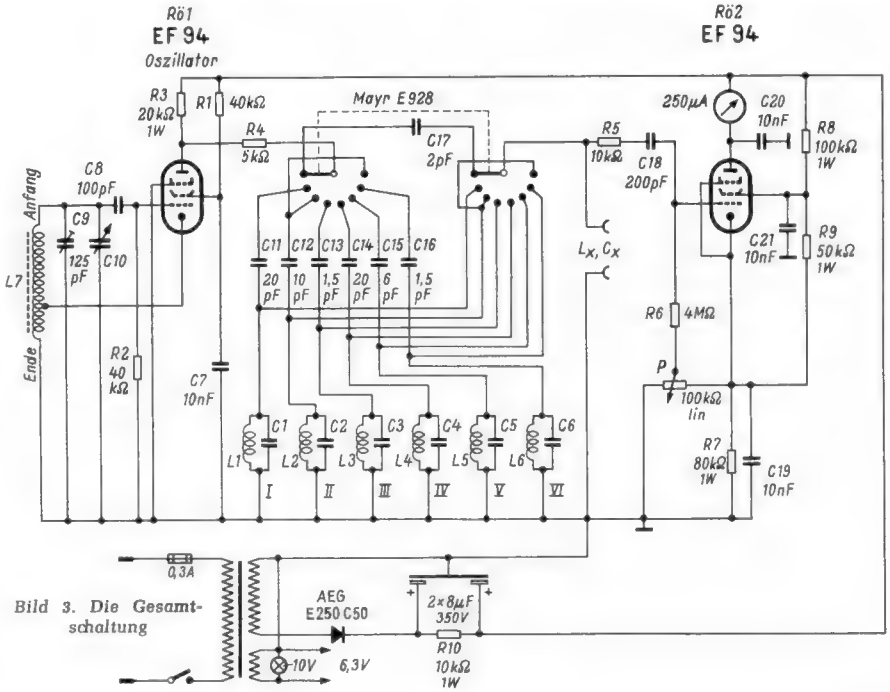

Bild 3. Die Gesamtschaltung
In der Gesamtschaltung *Bild 3* sind die einzelnen Meßkreise mit den Zahlen I bis VI bezeichnet. Für vom Original abweichende Dimensionierungen wird im folgenden auf die Bemessungsgrundlagen näher eingegangen.
C_0 ist die gesamte Grundkapazität (= Minimalkapazität für 600 kHz) also Schaltkapazität + Eigenkapazität der Spule + Anfangskapazität des Drehkondensators + etwa notwendige Zusatzkapazität. C_v ist die Kapazitätsvariation des Drehkondensators zwischen den gewählten Grenzen des Drehwinkels, n ist das Frequenzverhältnis f_o/f_u, im vorliegenden Falle beträgt n also 2. Den Drehwinkelgrenzen von 10° und 170° beim Mustergerät entsprechen Kapazitätswerte von etwa 25 pF und 500 pF. Die Kapazitätsvariation C_v beträgt demgemäß 475 pF. Nach Formel (1) erhält man damit für die Grundkapazität C_0 einen Wert von 158 pF. Für 25 pF Anfangskapazität und schätzungsweise 10 pF Schaltkapazität sind für die zusätzliche Parallelkapazität C 9 in Bild 3 rund 120 pF erforderlich. Diese setzt man aus einem Keramik- oder Styroflexkondensator von 100 pF und einem Trimmer von 30 pF zusammen.
Damit die Ausgangskapazität der Röhre Rö 1 und die Eingangskapazität der Röhre Rö 2 sowie ihre Verdrahtungskapazitäten sich nicht an den Meßkreisen auswirken, sind direkt an den Schaltarmen (Bild 3) die Entkopplungswiderstände R 4 und R 5 eingefügt. Dies ist deswegen wichtig, weil beim Meßkreis VI die Grundkapazität C_0 nur 33 pF beträgt. Dieser Wert wird aber nahezu schon durch die Eigenkapazität der